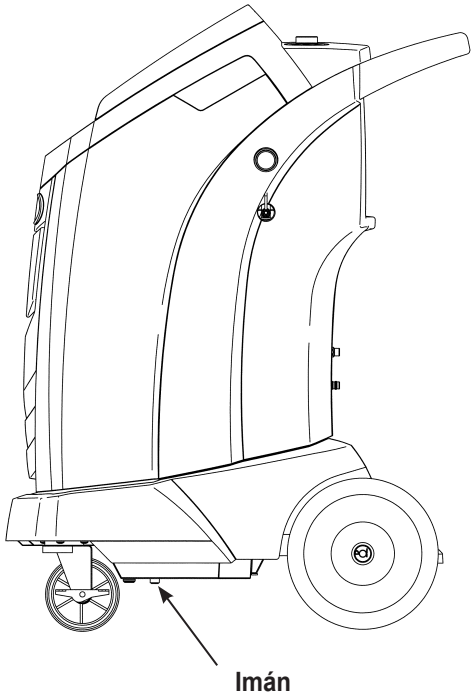

Figura 8
1. Consulte la Figura 8 y verifique que el imán de la parte inferior de la máquina esté limpio.